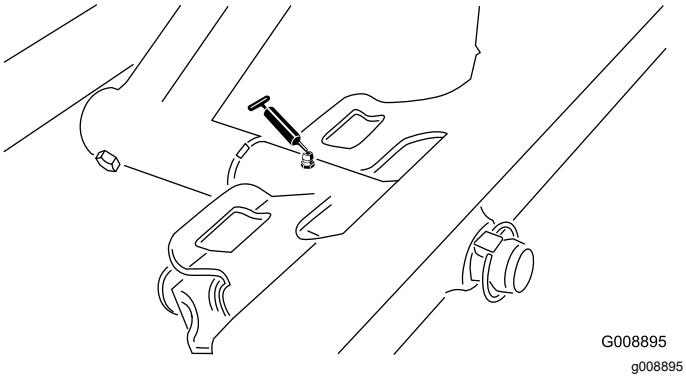

Figur 57
- Forreste klippeenheds drejetap (Figur 57)